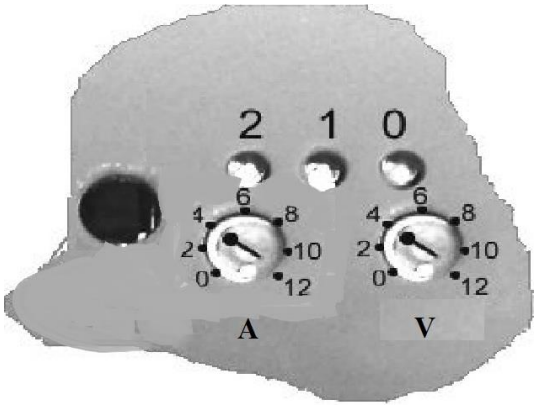

Рис. 11.1
11.3.2 Настройку чувствительности производить по ширине **ЗО** (регулятор «**А**», см. рис.11.1) и по скорости (регулятор «**V**») движения «нарушителя», движущегося в положениях «в рост», «согнувшись», «низко пригнувшись».